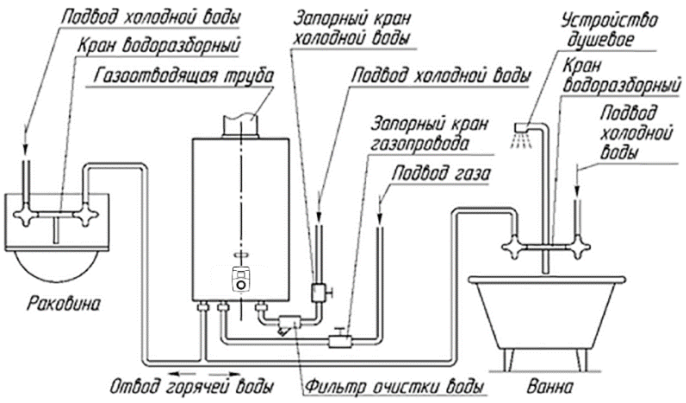

Рисунок 5. Схема установки аппарата
7.1.10. Схема установки (подключения) аппарата приведена на рис. 5. Рекомендуется сначала подключить аппарат к водопроводной сети, заполнить систему аппарата водой и затем подключить его к газовой сети.
7.3.1. Для увеличения срока службы аппарата и улучшения его эксплуатационных характеристик необходимо устанавливать перед аппаратом фильтр очистки воды (см. рис. 5).
7.3.2. Для облегчения последующего технического обслуживания необходимо установить перед аппаратом запорный кран на трубопроводе подвода холодной воды (см. рис. 5). Запорный кран должен быть легко доступен.